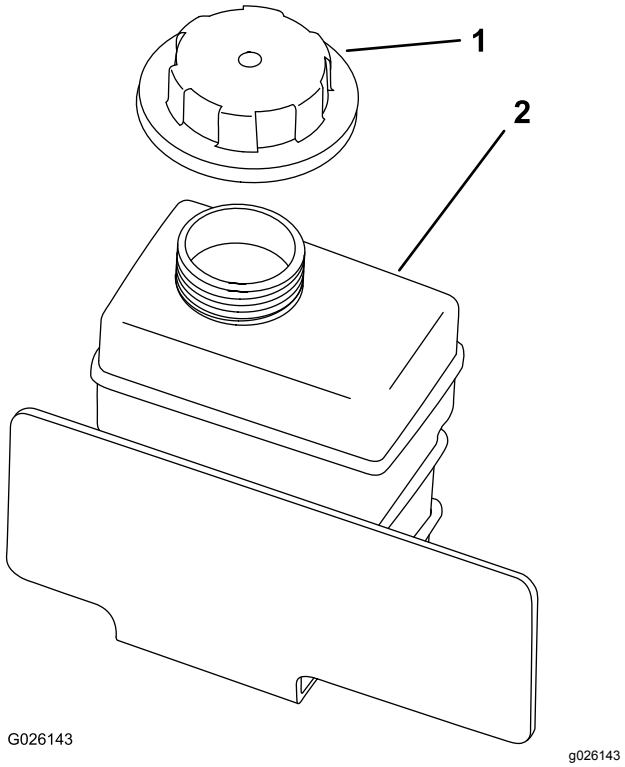

Figura 51
4. Controllate il livello del refrigerante nel serbatoio di riserva (Figura 51).